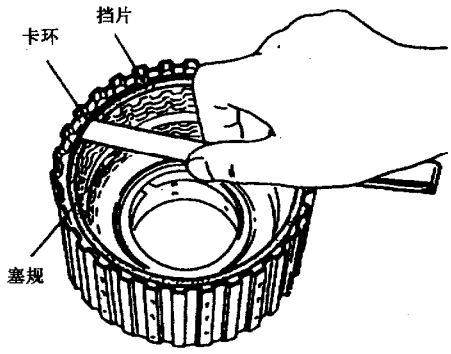

图 9-6-91 测量间隙
(8) 如图 9-6-91 所示，检查前进档离合器挡片和卡环之间的间隙。其标准值为 0.45～0.85mm，允许的极限值为 1.85mm。若实测值超出极限值则选择厚度合适的挡片。挡片规格见表 9-6-11。